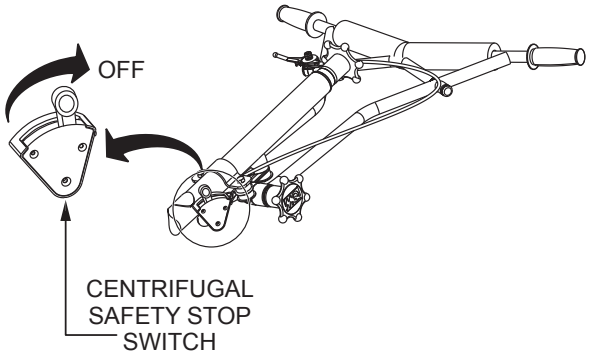

Figure 54. Centrifugal Safety Stop Switch (OFF)
5. Place the centrifugal safety stop switch (Figure 54) in the **OFF** position.